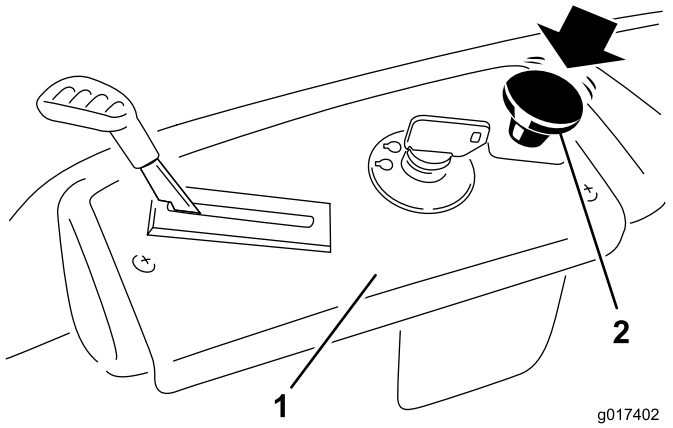

Figur 16
Dra ned knivreglaget och för det till det avslagna läget och koppla därefter ur knivarna (Figur 16).
1. Koppla ur knivarna genom att ställa in knivreglaget på Av (Figur 16).